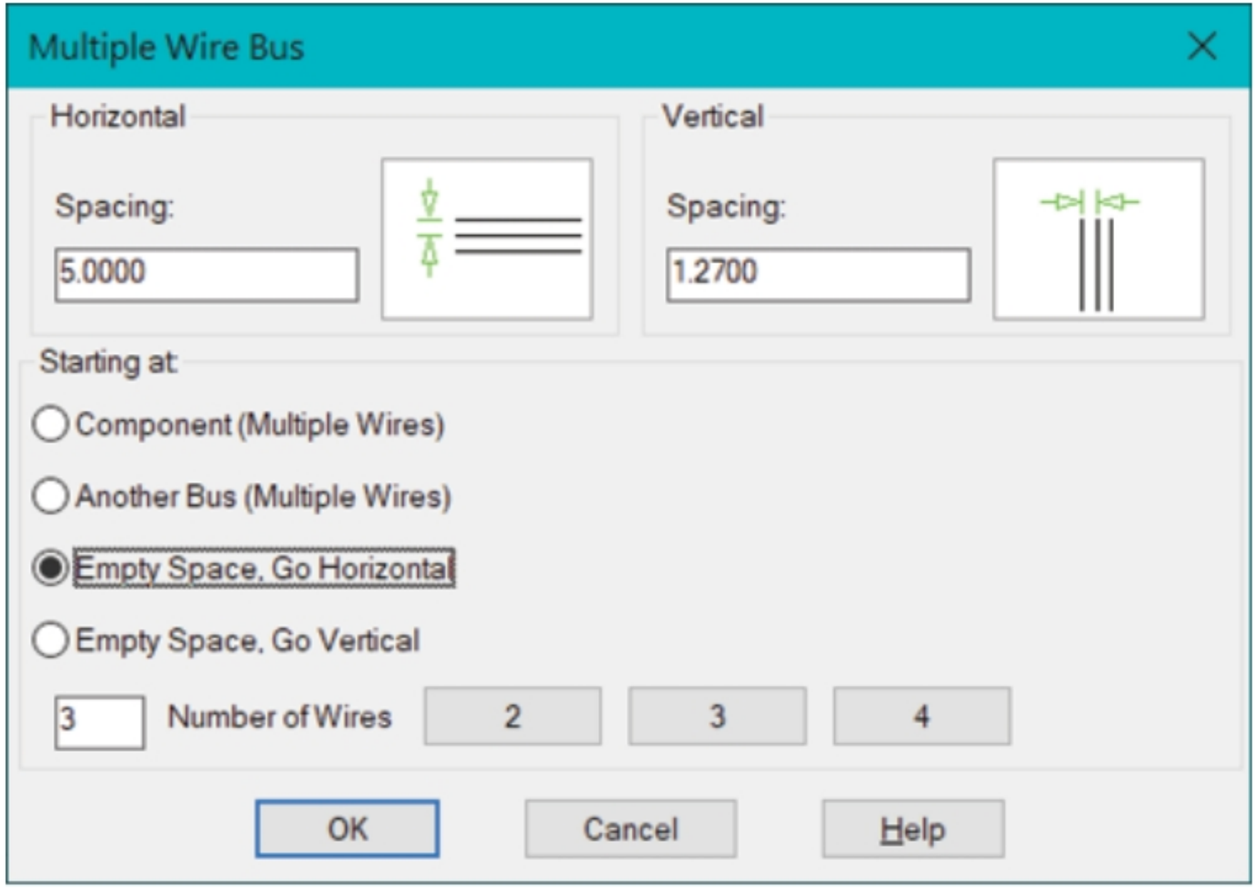

Figure-6. Multiple Wire Bus dialog box
- Click on the **Multiple Bus** tool from the **Insert Wires/Wire Numbers** panel in the **Ribbon**. The **Multiple Wire Bus** dialog box will be displayed as shown in Figure-6.